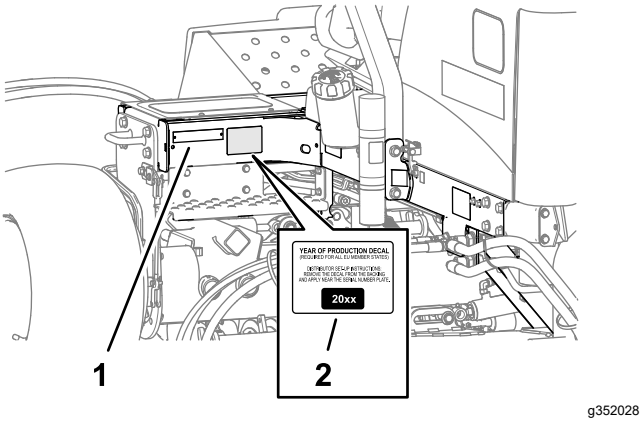

Rysunek 37
1. Wytrzyj do czysta alkoholem lewą ramę w pobliżu tabliczki modelu/tabliczki z numerem seryjnym i poczekaj, aż rama wyschnie (Rysunek 37).
2. Zdejmij warstwę zabezpieczającą i naklej naklejkę z rokiem produkcji na ramę w pobliżu tabliczki z numerem seryjnym w sposób pokazany na Rysunek 37.